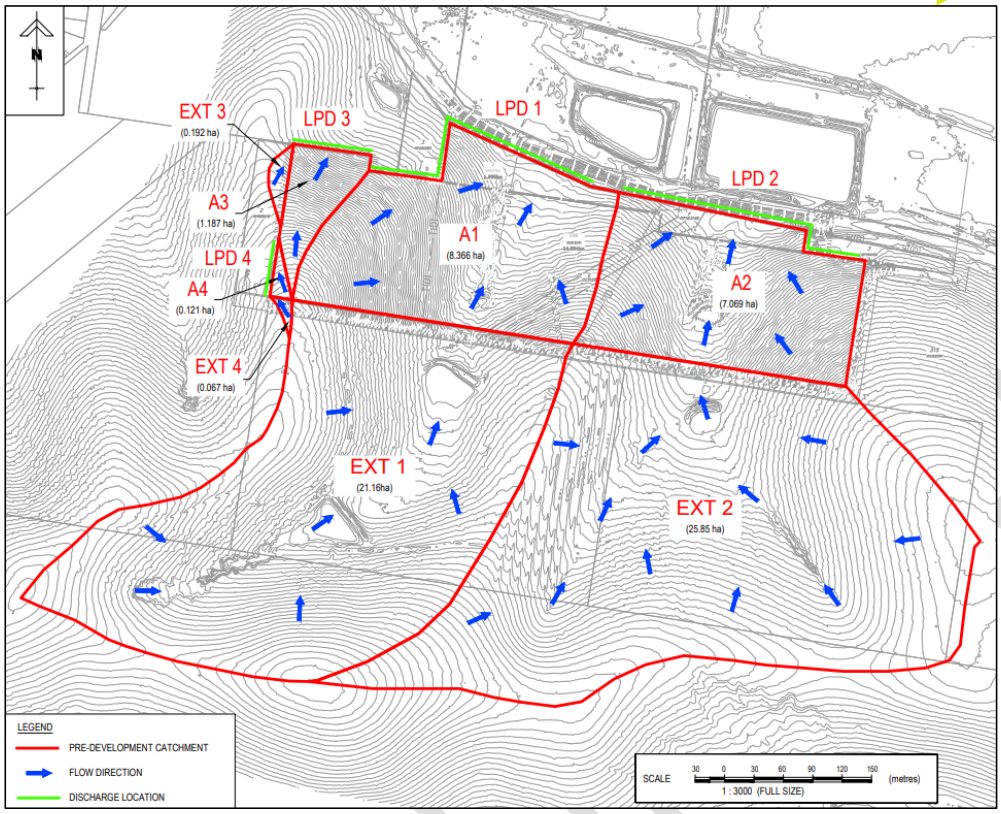

**Figure 3.1 Pre-Developed Catchment Plans**
| Lawful Points of Discharge (LPD) | There are four (4) existing LPD's, with three along the northern boundary towards Golf Links Drive and one along a portion of the western boundary. In the post-developed scenario flows from LPD 3 and 4 will be diverted to LPD 1 and 2. Refer to Figure 3.1 below for more information. |
| Pre-development | In the pre-development scenario, flows sheet flow across the site forming two channels in Catchment A1 and Catchment A2. Majority of flows discharge at LPD 1, 2 and 3, near Golf Links Drive to the north, with a small portion discharging to LPD 4 to the west. Refer to Figure 3.1 below for more information. |